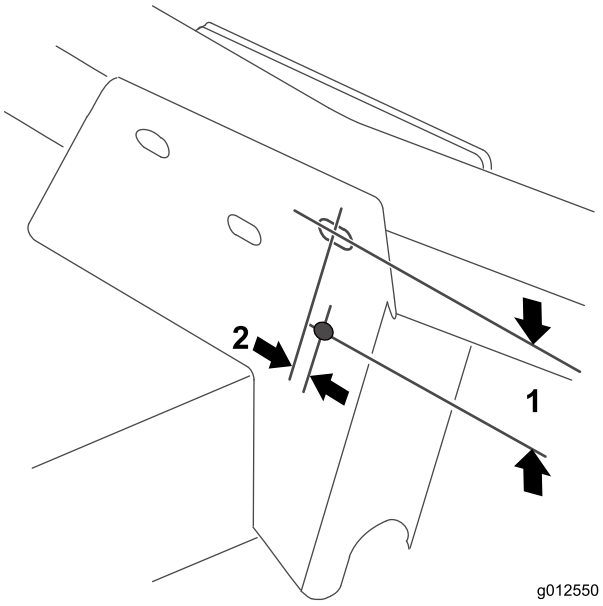

Figur 22
1. Bruk målene vist i Figur 22, finn, merk og bor et hull med 11/32 tomme i diameter gjennom begge veggene på fremre høyre styrearmbrakett.